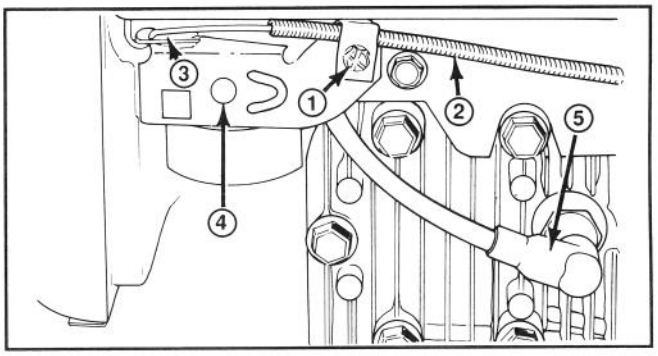

Figure 18
1. Stop engine and pull wire off spark plug (Fig. 18).
3. Loosen cable clamp screw until throttle cable slides (Fig. 18). Align holes in throttle lever and throttle bracket using a 3 mm (.121") diameter pin. Tighten cable clamp screw to lock adjustment in place.